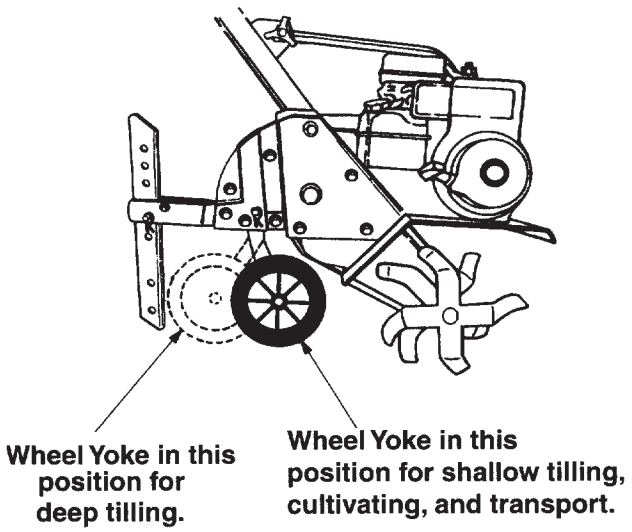

Figure 8.
1. **Wheel Yoke Adjustment:** Place wheel yoke so that the wheels are forward (nearest point between wheels and tines) for shallow tilling, cultivating and transport. The forward speed will increase. Turn yoke around (farthest point between wheels and tines) for deep tilling. Forward speed will decrease. **(See Figure 8)**